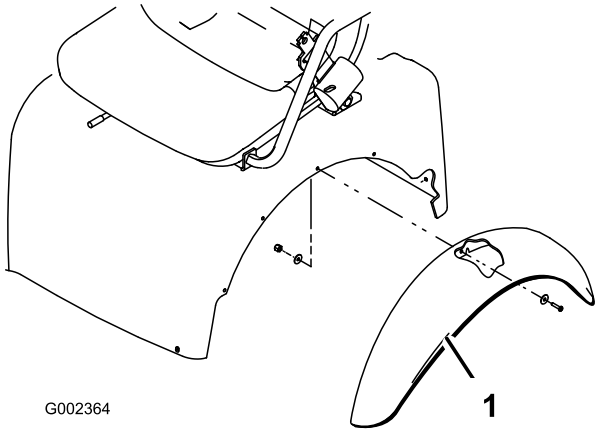

Figur 3
1. Løsn de låsemøtrikker og bolte, der fastgør baglygtebeslagene til højre og venstre stelbeslag (Figur 3).
3. Fastgør hver baglygtebeslags bageste del bag på stelbeslagene med en 5/16 x 1 tommes bolt, fladspændeskive med I.D. på 0,344 tomme og låsemøtrik som vist i figur Figur 3.